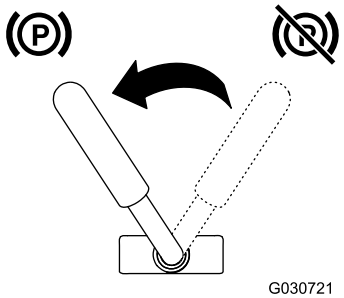

**Figura 14**
- Para poner el freno de estacionamiento, gire la palanca a la izquierda (Figura 14).